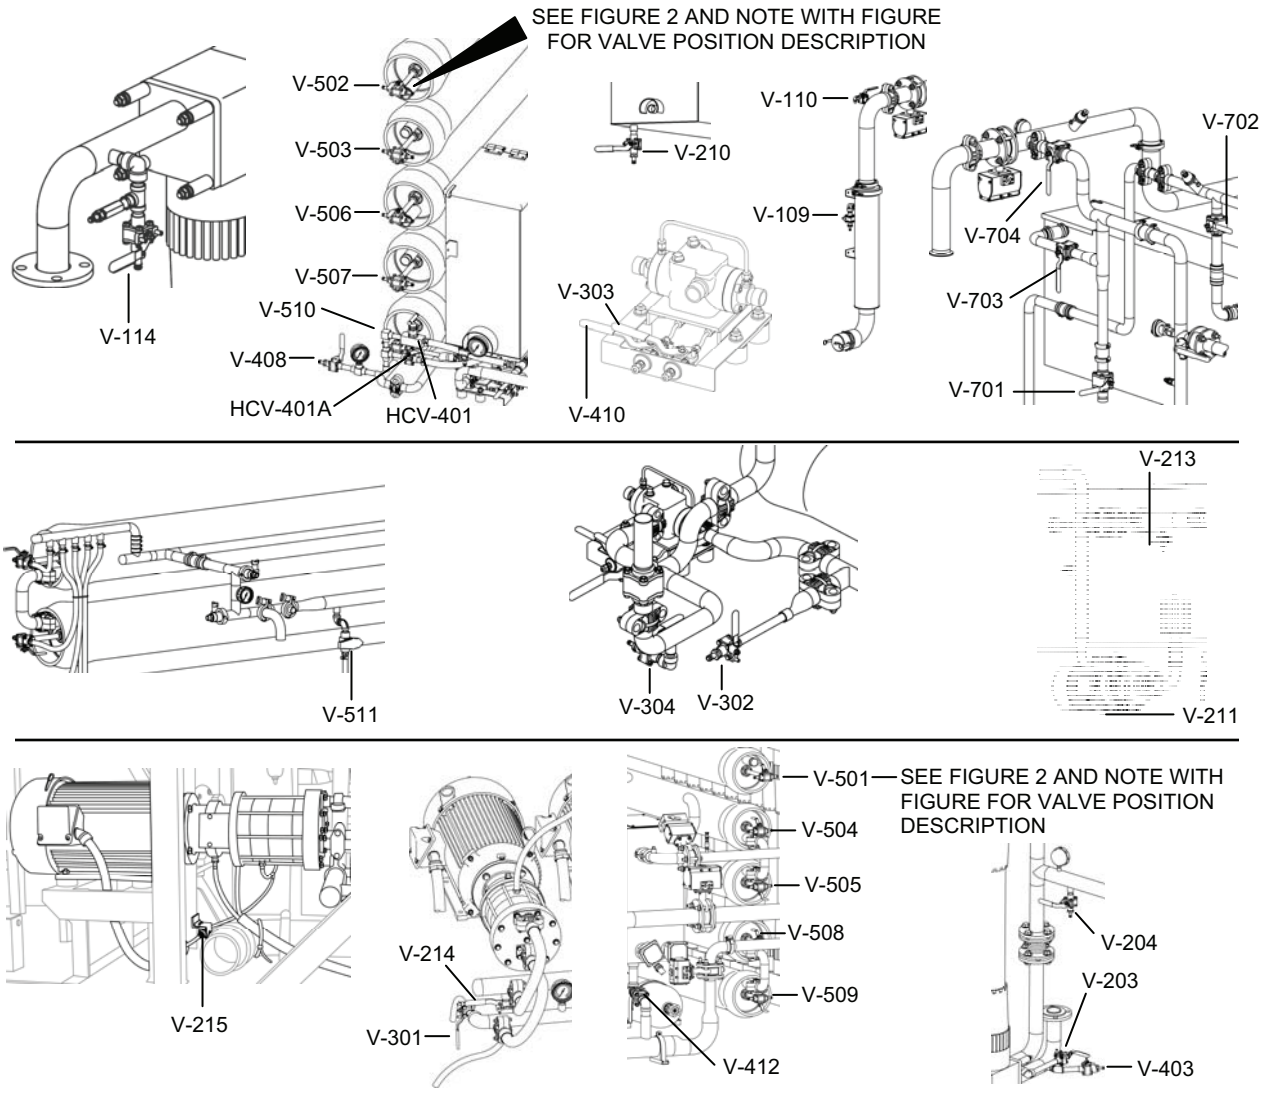

Figure 3. Location of Valves for Drain-Down.
4. Move the drain and vent valves to the position listed in Table 2 (refer to Figure 3 to locate valves).
c. Move the drain and vent valves to the position listed in Table 2 (refer to Figure 3 to locate the valves).